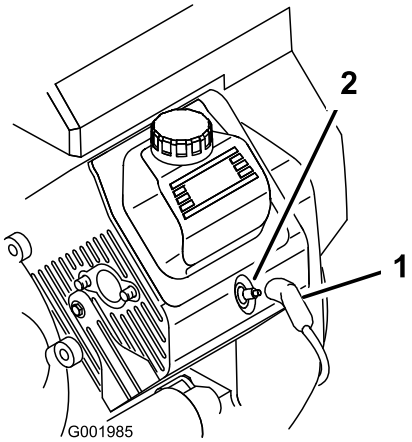

Figur 29
3. Træk ledningerne af tændrørene (Figur 29).
3. Sæt ledningerne på tændrørene (Figur 29).